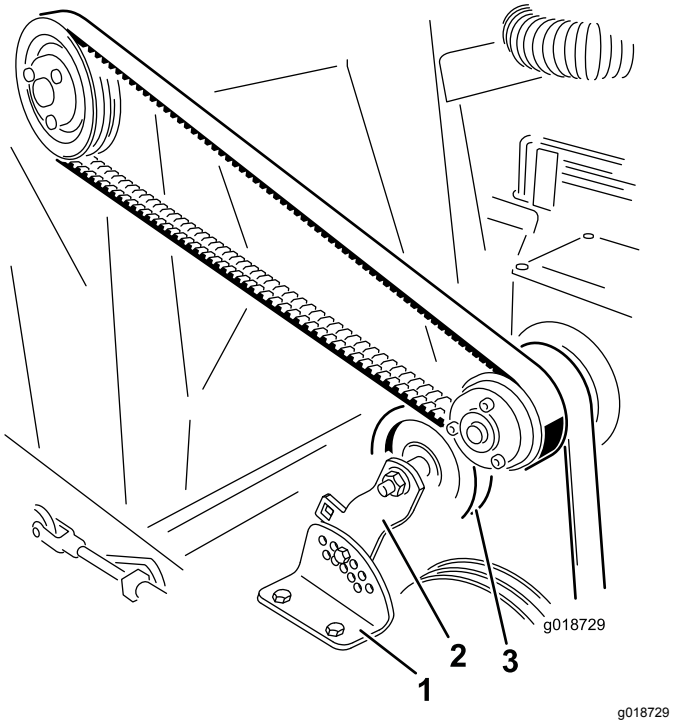

**Figur 23**
2. Fjern mutteren og bolten som fester lederullbraketten til spenningsjusteringsbraketten (Figur 23).